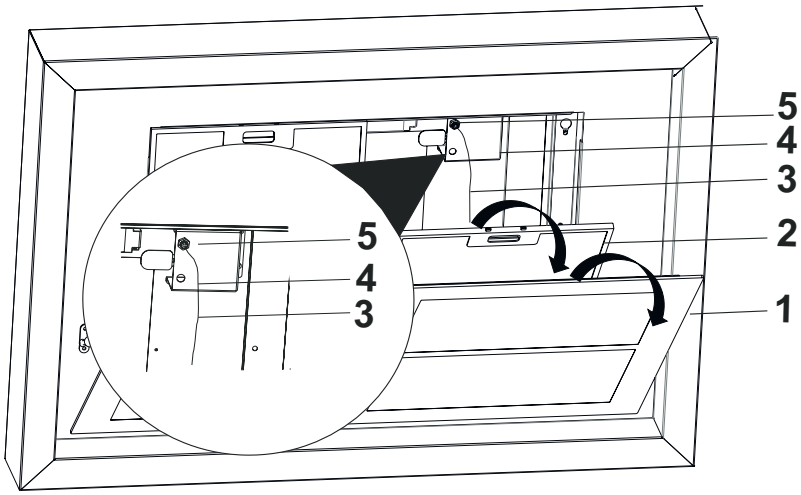

Fig. 25
9. Vip kantsugpladen ud, ved at tage fat i hjørnerne og hive forsigtigt i den (Fig. 25/1).
Fjern fedtfiltrene(Fig. 25/2) og træk stålwirerne igennem sikkerhedslåsene oppe fra og ned (Fig. 25/5). Gør dette for alle 4 stålwirer der medfølger.
Når emhætten er hævet til loftet og der ikke længere kan trækkes i stålwirerne, skal stålwirerne rulles sammen og lægges ind i opbevaringspladsen. Bemærk; når stålwirerne er lagt ind i opbevaringpladserne, skal det bøjelige metal bukkes sammen, så stålwirerne ikke falder ud(Fig. 25/4).